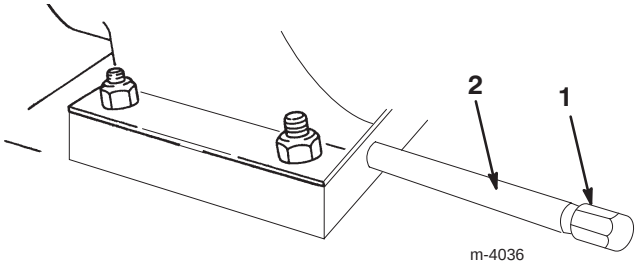

Bild 38
3. Reinigen Sie den Bereich um die Ölablassschraube (Bild 38).